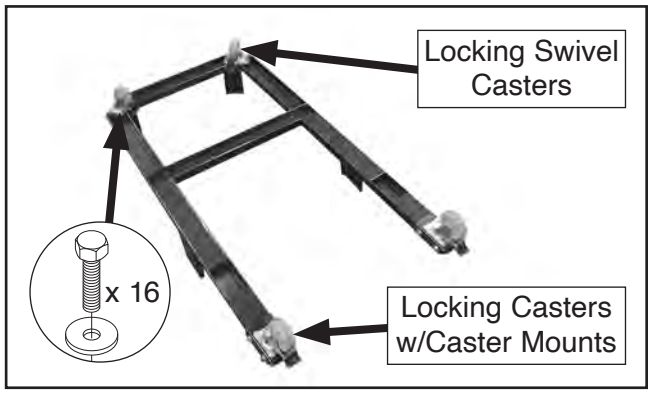

Figure 17. Locking casters attached to stand base.
1. Attach (2) locking swivel casters and (2) locking casters w/caster mounts to stand base with (16) ¼"-20 x ¾" hex bolts and (16) ¼" fender washers, as shown in **Figure 17**.